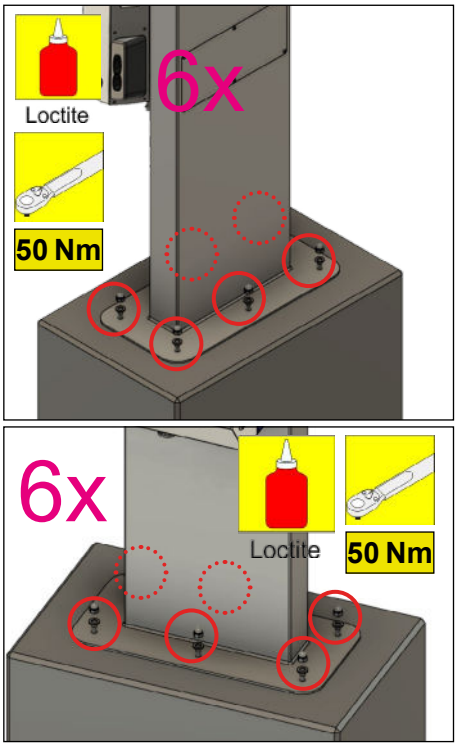

Abb. 15: Montage Standfuß DCW15
- Für Detail der Montage siehe Abb. 15.